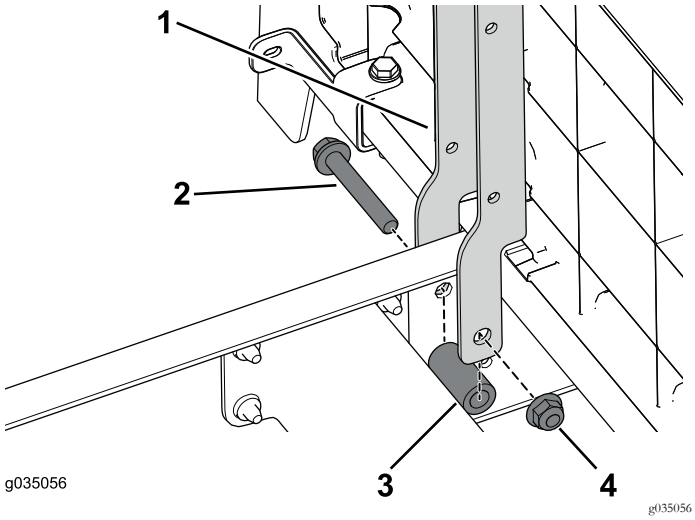

Figur 37
1. Brug de to bolte (3/8 x 2-1/2 tomme), afstandsbøsninger og flangemøtrikker til at fastgøre sædestøtterne på den forreste del af maskinen (Figur 37).